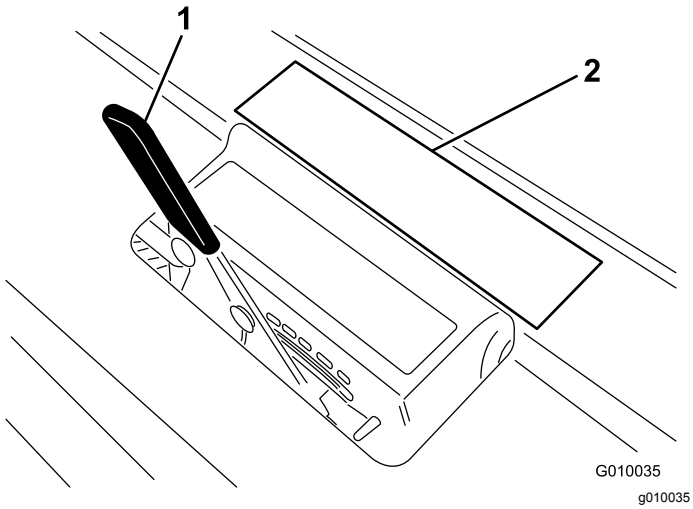

Figur 18
3. Læg tinen på tinedybdemærkaten (Figur 18) med den ene ende flugtende med den ønskede luftningsdybde (se tineskabelonen på mærkaten).